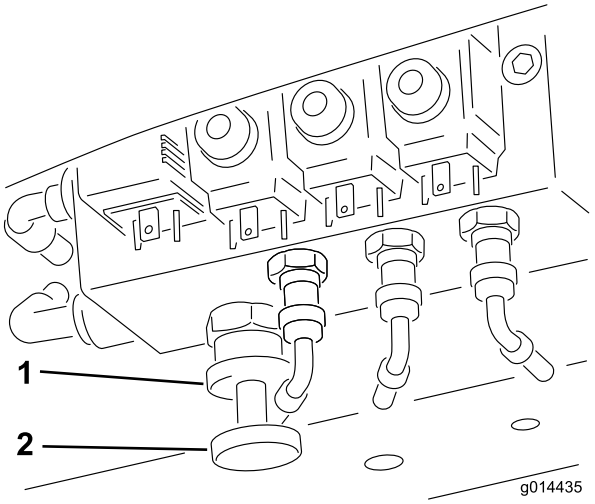

Figur 32
Så här aktiverar du viktöverföringen: Du kan anpassa viktöverföringens omfattning till driftförhållandena genom att rotera handhjulet för viktöverföring (Figur 32) på följande sätt:
1. Lossa ventilens låsmutter ett halvt varv moturs och håll kvar den där (Figur 32).
2. Rotera ventilens handhjul (Figur 32) moturs för att minska viktöverföringen eller medurs för att öka viktöverföringen.